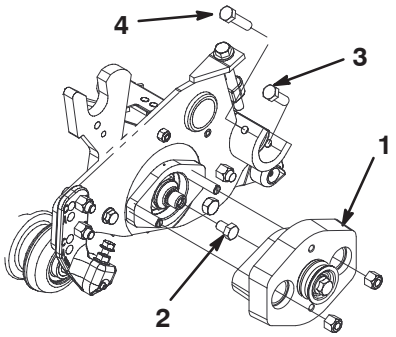

Figure 2
7. Thread a short and long adjusting bolt into each bedbar adjuster bracket. Position bolts as shown in figure 2.
11. Install special drive bolt into end of reel shaft (Fig. 2). Torque bolt to 27 to 33 ft.–lbs. (9/16" wrench).
12. Mount new end weight assembly to reel bearing housing with (2) 3/8–16 lock nuts (9/16" deep well socket) (Fig. 2).